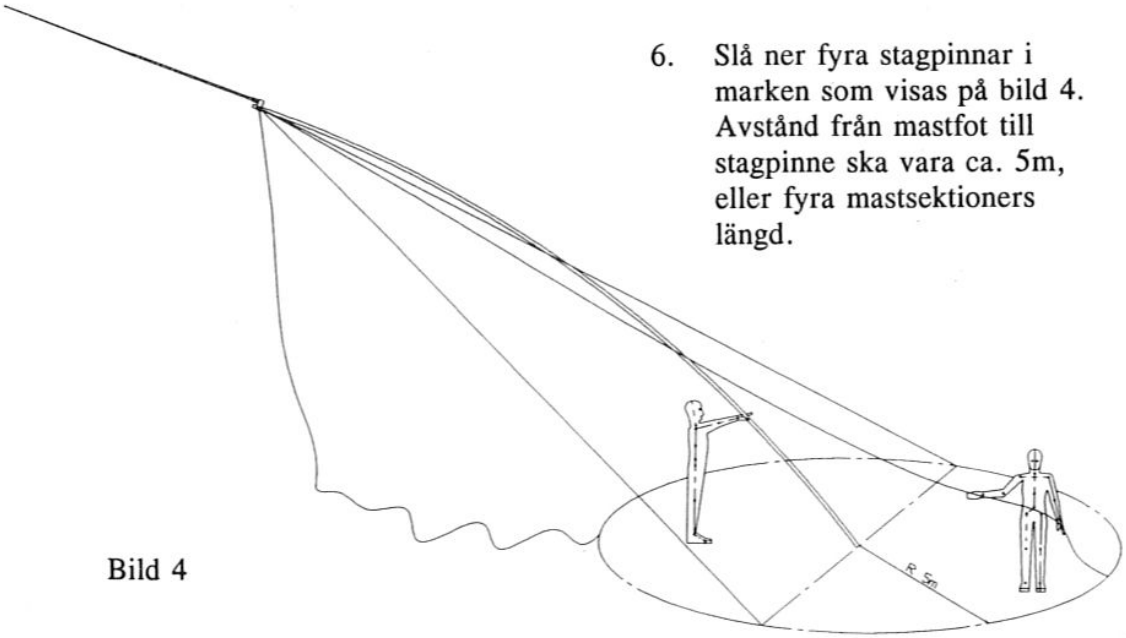
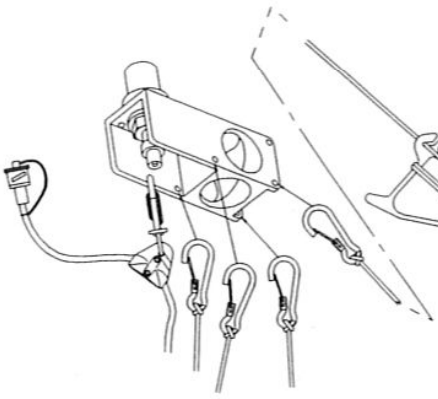

Bild 4
Bild 5
6. Slå ner fyra stagpinnar i marken som visas på bild 4. Avstånd från mastfot till stagpinne ska vara ca. 5m, eller fyra mastsektioners längd.
7. Linda av fyra staglinor från vindorna. Vindorna tjänstgör som stagsträckare. Anpassa linornas längd så att vindorna sitter ca. 1m över nedre karbinhaken. Fäst linorna i antennfästet, bild 5. Tre av linorna fästes till stagpinnarna som visas på bild 4.
8. En man placeras ca. 2m från masttoppen. Han lyfter masten medan en annan man drar i den lösa staglinan. Mannen närmast masttoppen går mot mastens fotände, bild 4.